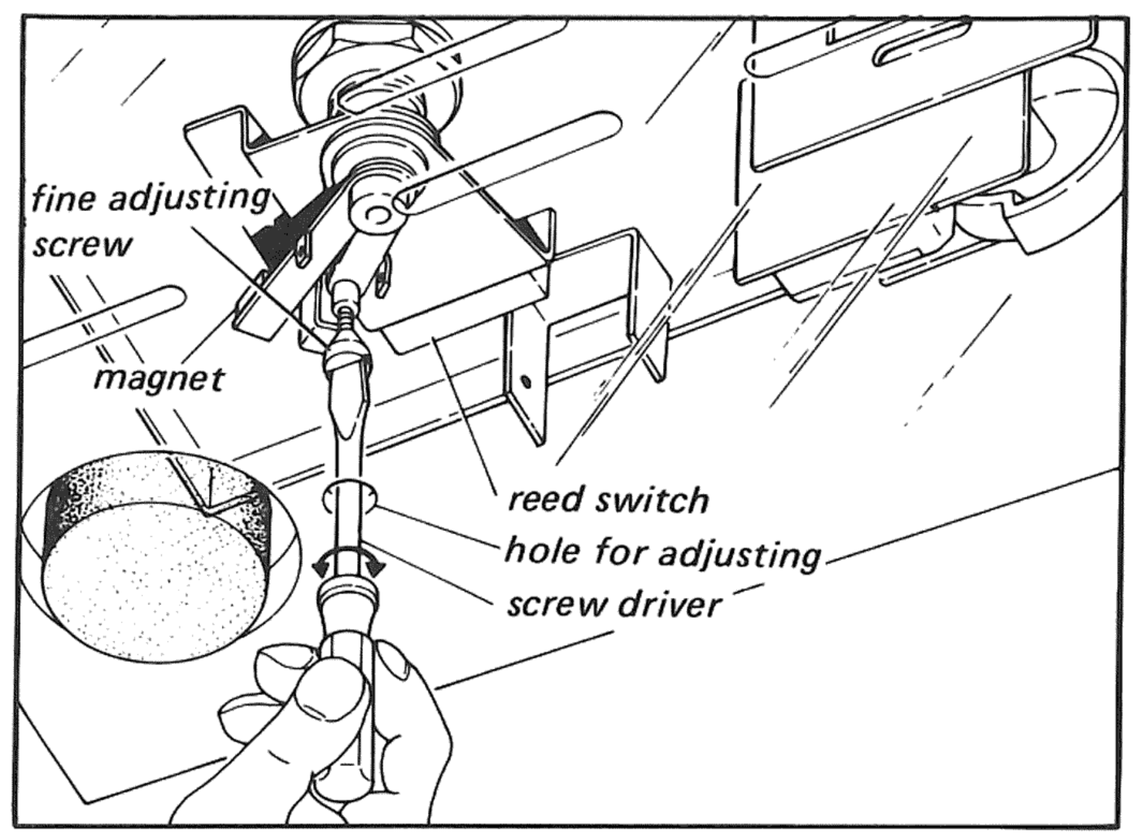

Fig. 4-3
2. Adjust the adjusting screw through the hole by the screwdriver as Fig. 4-3. To turn the screw clockwise is for leading and counterclockwise is for lagging. After adjustment, check its operation a few times.